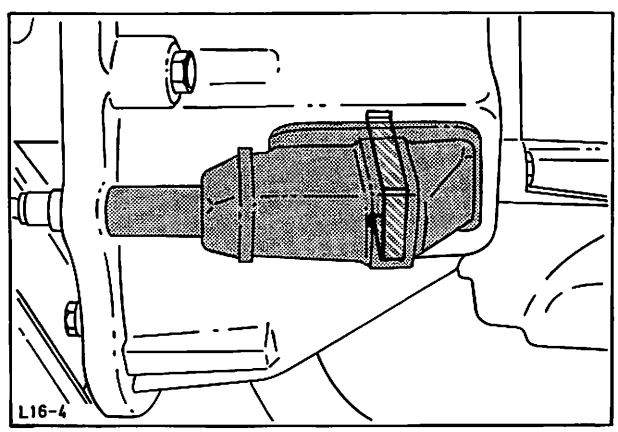

Abb. 16 Manschette mit Spannfeder in Einbaulage
18. Draht von der Kupplungsschwinge entfernen. Kupplungsseilzug durch Führung – Kupplungsgehäuse führen, Manschette aufschieben. Seil aus der Umhüllung ziehen, mit Zange festhalten und in Schwinge einhängen. Manschette mit Spannfeder in Kupplungsgehäuse eindrücken, Abb. 16.